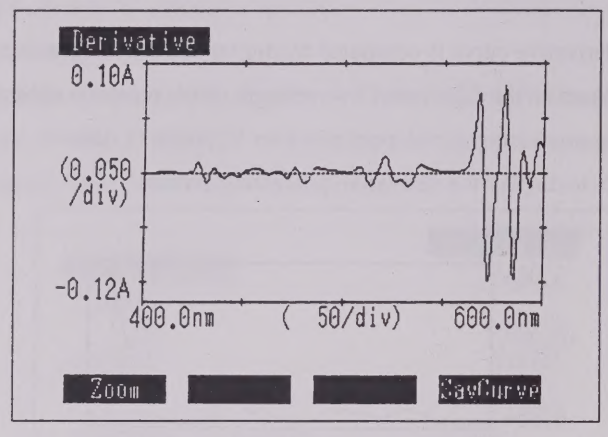

**Fig. 11.10 Derivative results display screen**
The results from the derivative of the curve data displayed in the derivative processing screen where ORDER=2 and $\Delta\ \lambda$ (N)=1, are shown in Figure 11.10.